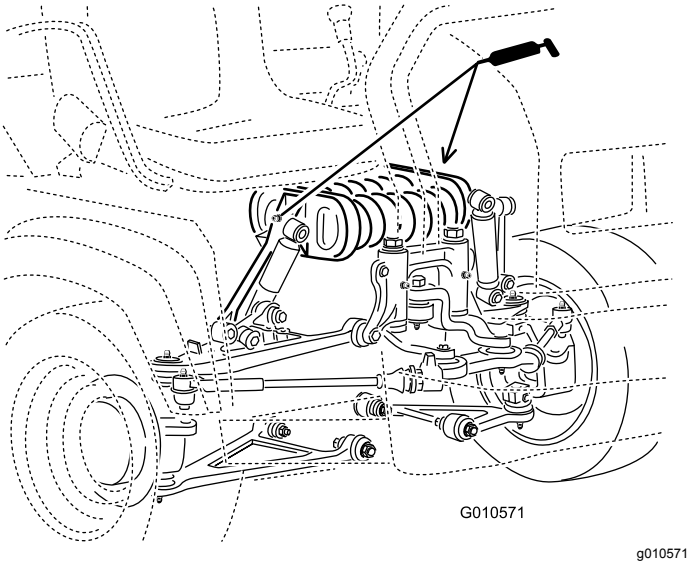

Rysunek 30
- **Kolumna sprężyn (2)**; patrz Rysunek 30